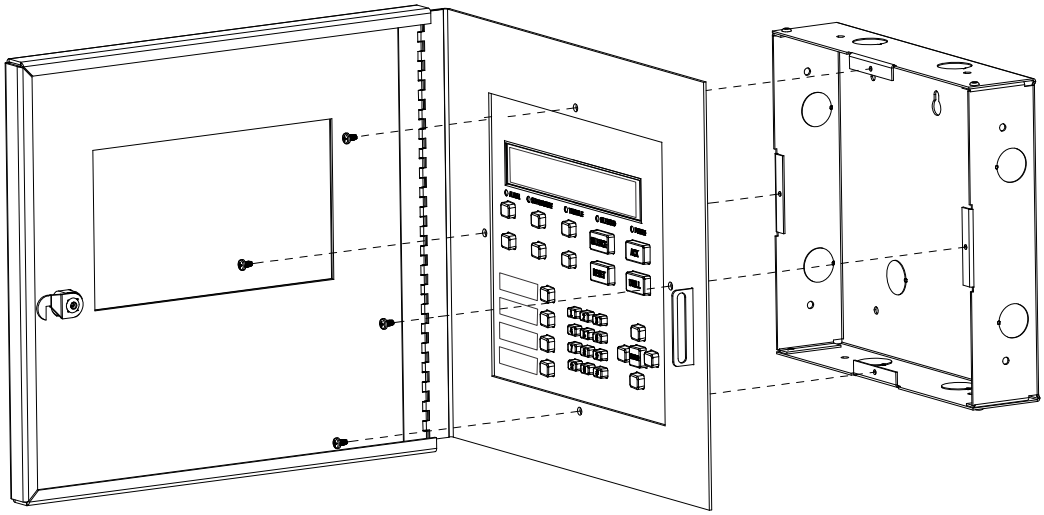

Figure 4.23 Attaching Annunciator / Door Assembly to Backbox
9. Attach the door assembly to the backbox using the screws provided. Refer to Figure 4.23.